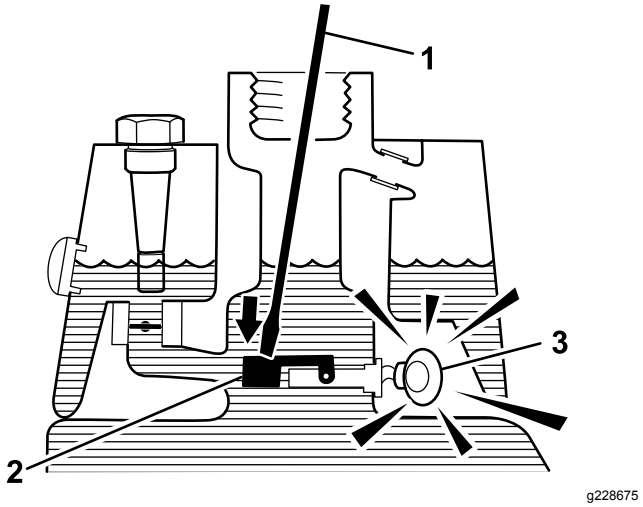

**Figur 54**
3. För in en ren pinne eller skruvmejsel i tankröret och tryck försiktigt nedåt på flottörströmbrytaren (Figur 54). Larmet ska ljuda efter tidsfördröjningen på en sekund.